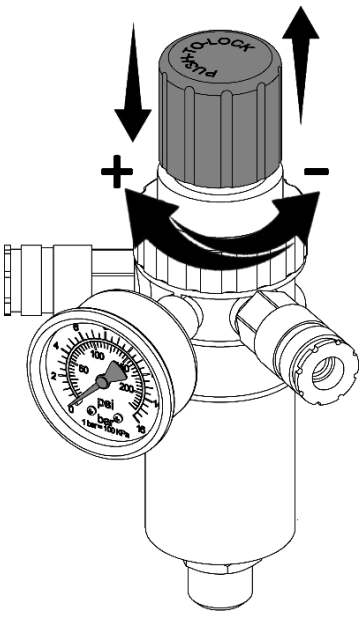

Рисунок 8 - Настройка давления на компрессорах СБ4-150.OLD20×3 и СБ4-150.OLD20×3/10
7.3.1 Настройка давления в подсоединенных исполнительных устройствах регулятором давления осуществляется следующим образом (рисунок 8, 9):